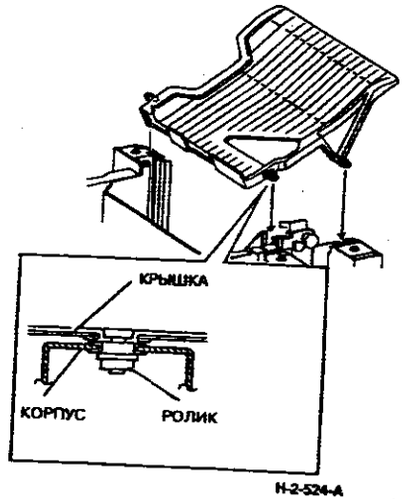

**Рисунок 2. Положение роликов лотка (везде одинаково)**
2. (Рисунок 2) Проверьте правильность установки роликов ячейки лотка.